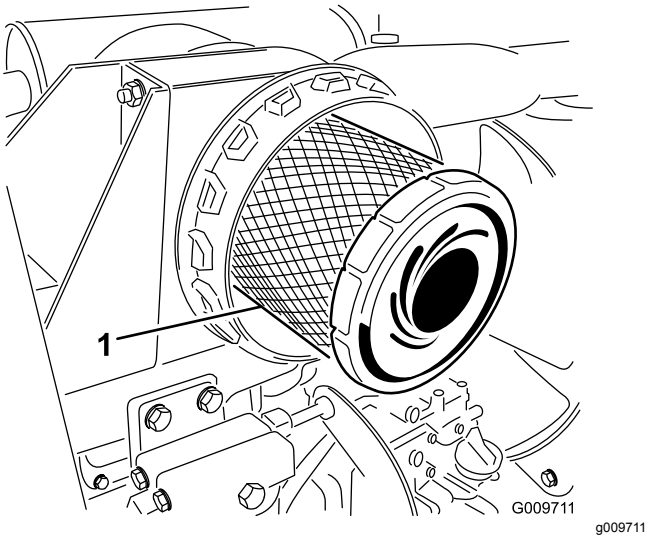

**Figur 51**
4. Afmonter og udskift primærfilteret (Figur 51).